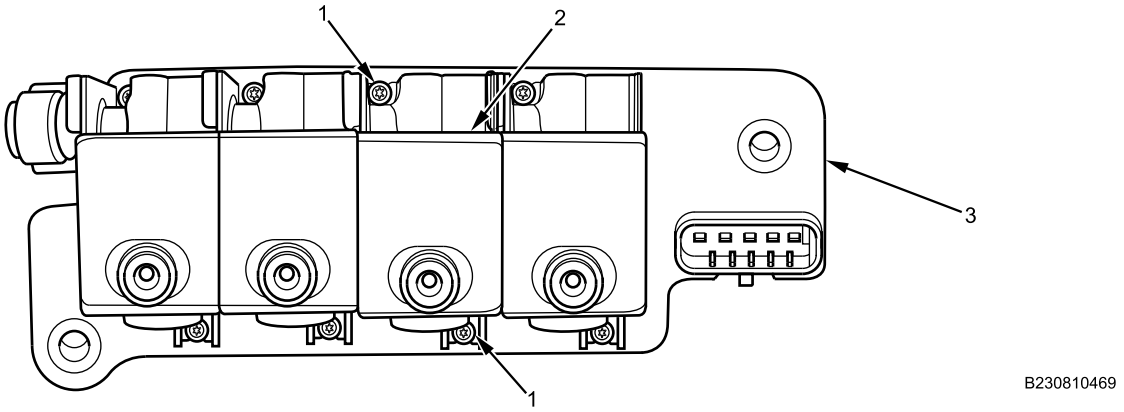

Figure 3. 4-Pack Air Solenoid Module and Support Disassembly.
1. Remove screws (Figure 3, Item 1) securing solenoid (Figure 3, Item 2) to solenoid support (Figure 3, Item 3).